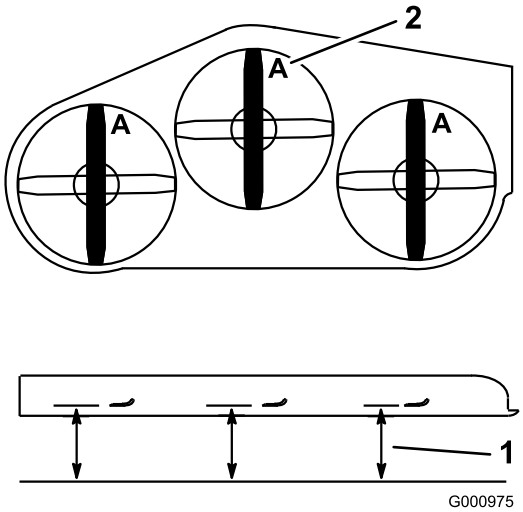

**Figur 78**
3. Drej knivene, indtil enderne vender fremad og bagud (Figur 78). Mål fra en plan overflade til knivenes skærekant (Figur 78), position **A**. Noter dette mål.